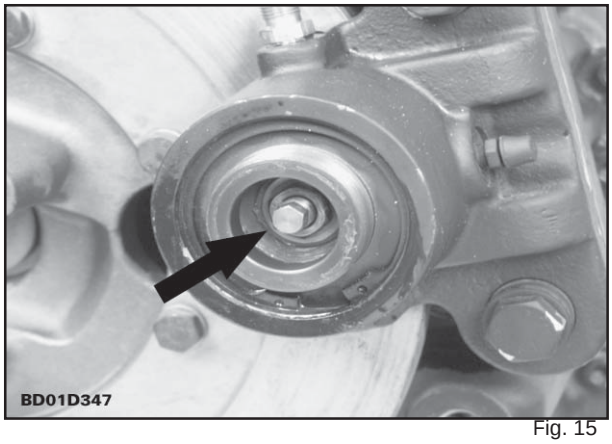

Fig. 15
23. Aperte a contraporca para fixar o pino central (fig. 15).